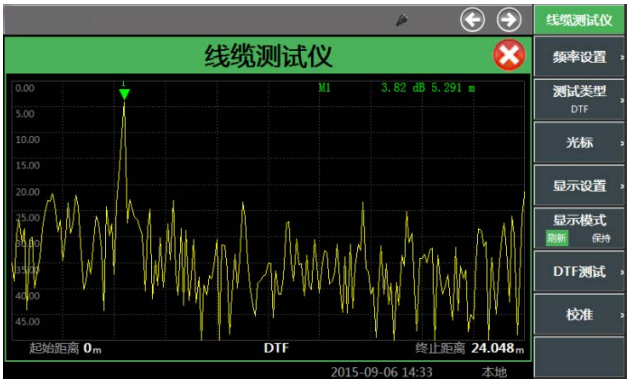

图 4.21　DTF 测试曲线图
- 设置光标：点击右侧菜单[光标]软键，进入下一级菜单打开光标功能，便可查看该电缆在特定位置上的驻波比或者回波损耗情况。通过[开关]设置，可最多打开 3 个光标；对于光标的定位，既可以选中[定位]软键，拖动光标到理想的位置，也可以直接选中[峰值]、[左邻峰值]或者[右邻峰值]实现快速定位；[模式]软键可选择普通模式或者差值模式。在 DTF 测量时，一般将光标定位至峰值（即故障点），从而读出故障点所在位置，即故障点距测试仪测量端口距离。测得故障点位置如图 4.21 所示：